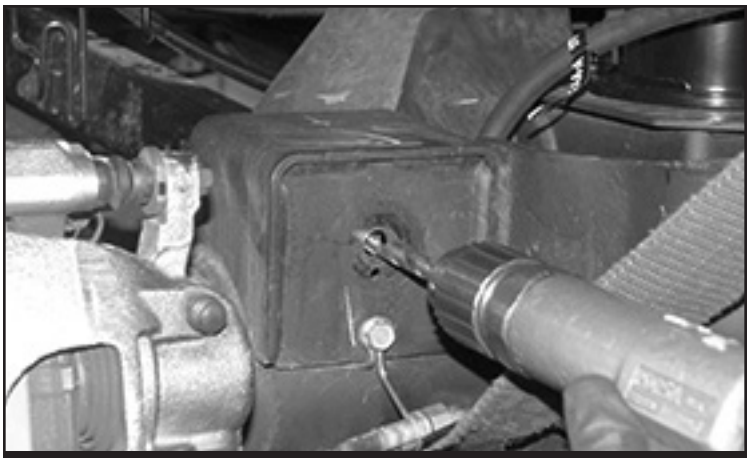

FIGURE 59 - STEP 58
58. Next, using a ½” bit, drill the old brake line bracket hole to allow for the new track bar support bracket in a future step. **SEE FIGURE 59**